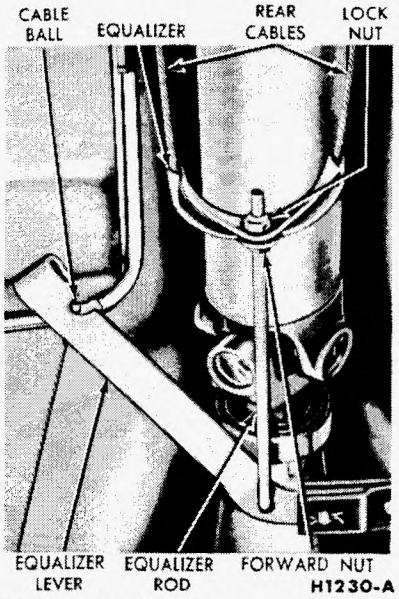

FIG. 40—Fairlane Parking Brake Linkage—Typical of Falcon
2. Loosen the lock nut on the equalizer rod (Fig. 40), and turn the nut in front of the equalizer several turns forward.
3. From the underside of the car, remove the cable and housing from the holes in the left front side member. Remove the horseshoe-type clip and remove the cable from the hole in the frame crossmember. Disengage the cable rear ball from the equalizer lever, then remove the cable from the car (Fig. 40).